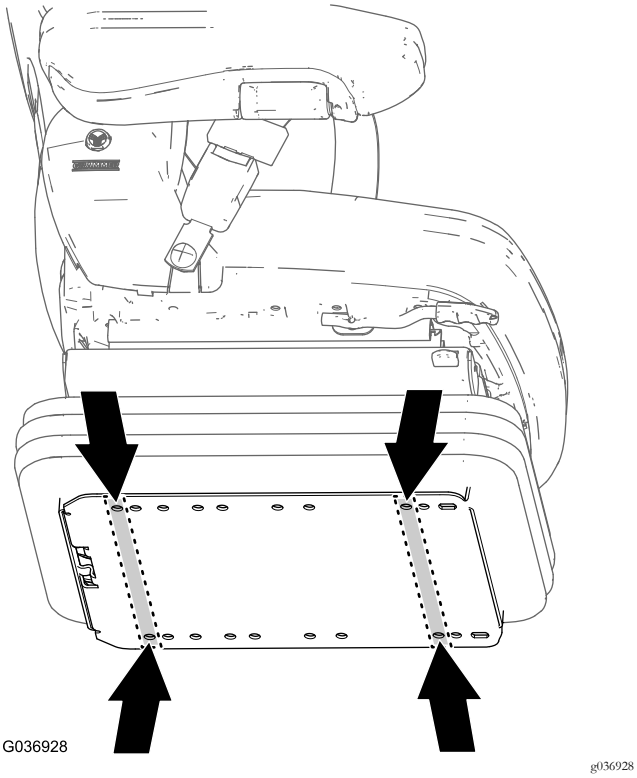

Figur 16
1. Du finner setemonteringshullene for maskinen (Figur 16) på bunnplaten til det nye setet.